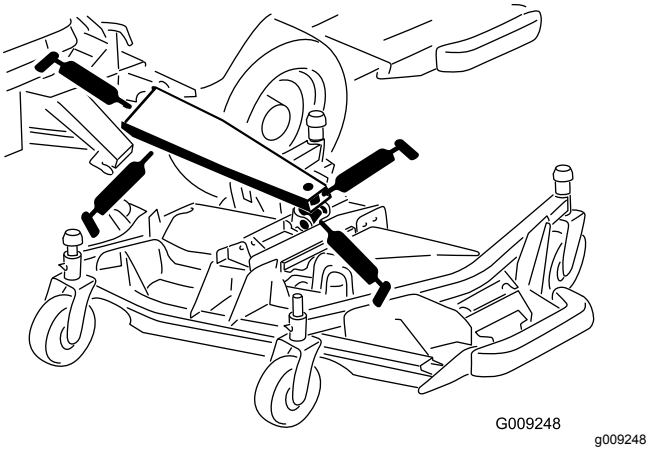

Figur 92
- 3 løftearmens hovedbøsninger (Figur 92)
- 1 løftecylinderbøsning (Figur 92)